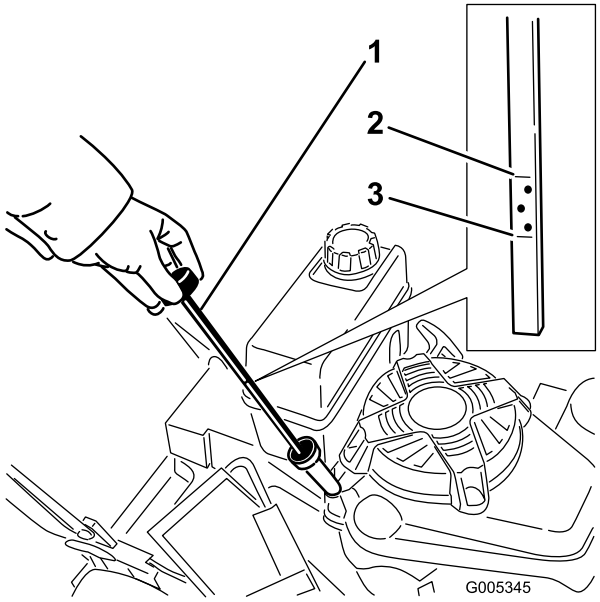

Bild 12
Stellen Sie vor jedem Einsatz sicher, dass der Ölstand zwischen den Marken Add (Nachfüllen)“ und Full (Voll)“ am Peilstab steht (Bild 12).
2. Reinigen Sie den Bereich um den Peilstab (Bild 12).
6. Lesen Sie den Ölstand am Peilstab ab. (Bild 12)